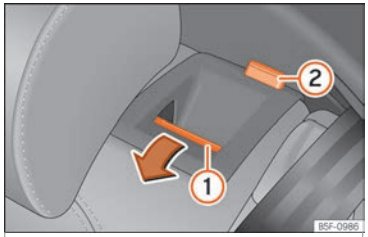

Fig. 152 No encosto do banco traseiro: botão de desbloqueio ①; marca vermelha ②
- Pressione o botão de desbloqueio ››› Fig. 152 ① para a frente e, ao mesmo tempo, rebata o encosto. O encosto traseiro está desbloqueado quando se vê uma marca vermelha no botão ②.